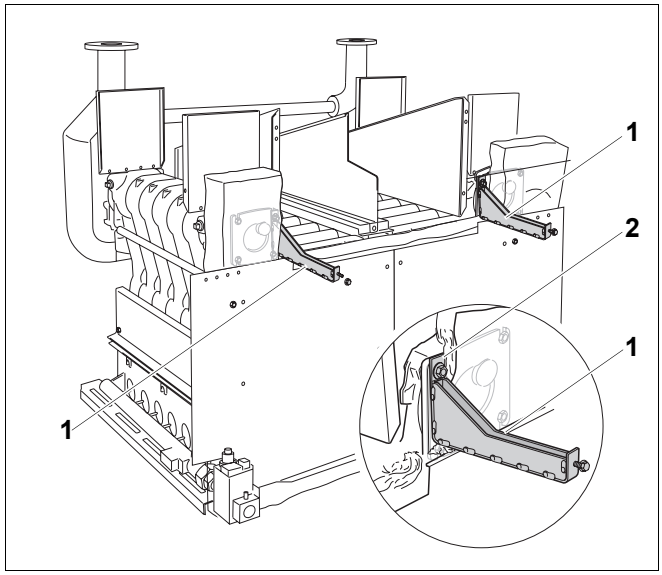

Rys. 50 Montaż uchwytu
- Odkręcić wewnętrzne górne śruby na kołnierzu zaślepiającym (rys. 50, **poz. 2**) z lewej i prawej strony, a następnie przykręcić kondensacyjny wymiennik ciepła do kołnierza zaślepiającego (rys. 50, **poz. 1**) z lewej i prawej strony.